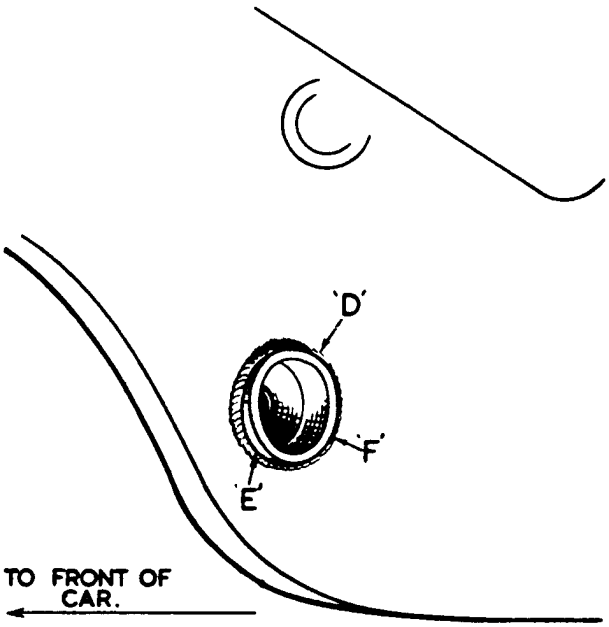

FIG. 4.
(viii) The next operation is to fit and weld the boss 'F', Fig.4 (also shown in view 'C', Fig.2) in the appropriate position on the rear wing. It will be observed from Fig.4 that the outer face of the boss is nearer to the wing at point 'D', than at point 'E', in order to ensure that the rear end of the fairing fits snugly to the wing. To fit, proceed as follows:-
c) Trim the hole in the wing until the boss is a good push fit in this hole. Trim the hole in the skin (it is not necessary for the boss to be a good fit in this hole) to allow the boss to be tilted so that when the outer face of the boss is flush with the wing at point 'D' Fig.4, the face of the boss at point 'E' will project from the wing by approximately 3/16". To assist in positioning the boss, point 'D' should be approximately 45° from the vertical line.